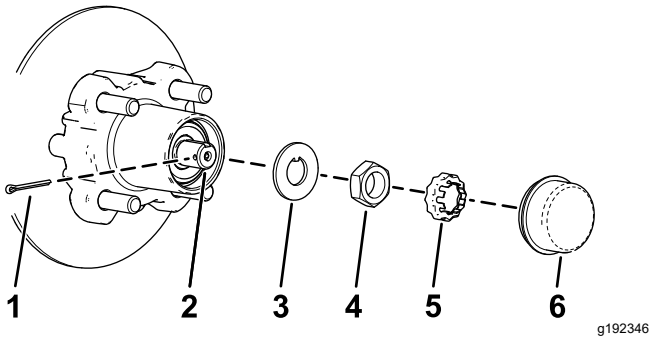
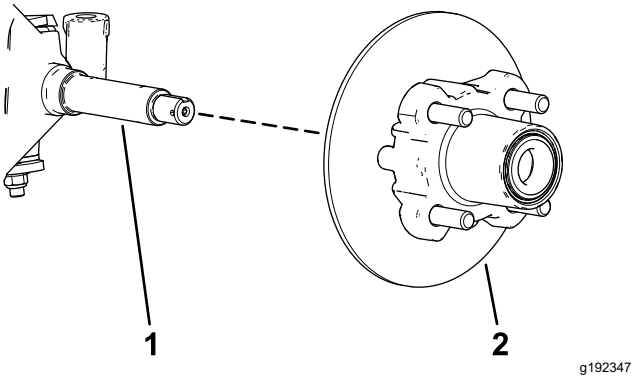

Figur 36
Figur 37
4. Ta av dammkåpan från navet (Figur 36).
5. Ta bort saxpinnen och mutterhållaren från spindeln och spindelmuttern (Figur 36).
6. Avlägsna spindelmuttern från spindeln och skilj sedan navet och rotorn från spindeln (Figur 36 och Figur 37).